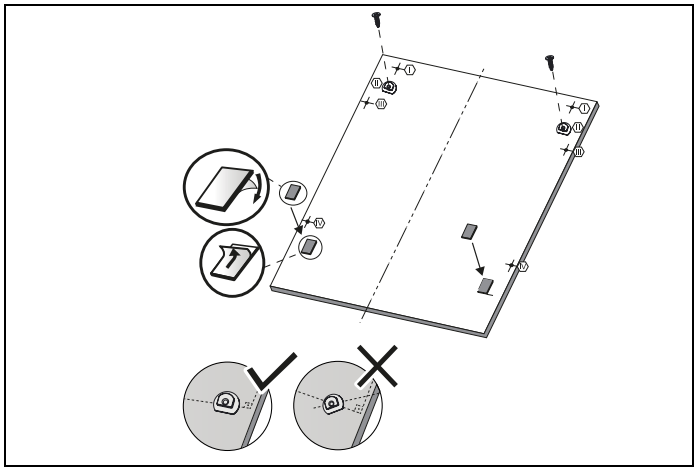

Fig. 25
4) Comme indiqué sur la Fig. 25 , les supports de porte en plastique sont installés aux positions II et les bandes de fixation de porte en bois sont installées aux positions indiquées sur la figure.